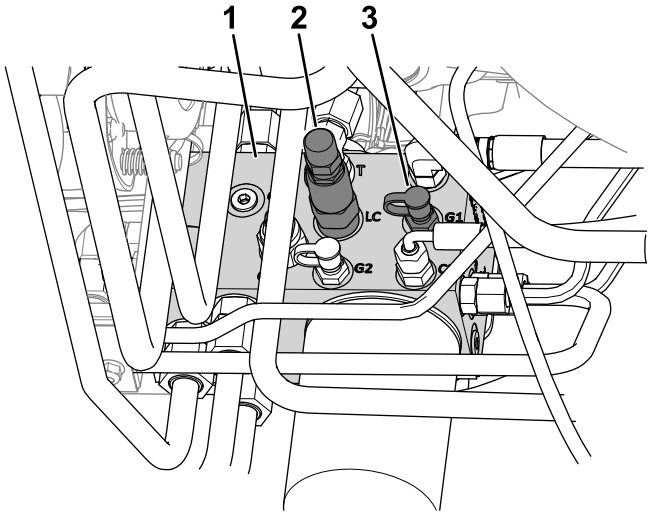

**Bild 21**
4. Schließen Sie ein Manometer an den Prüfanschluss an (gekennzeichnet mit G1, siehe Bild 21).
2. Gewichtsverlagerungsspule (LC)
5. Entfernen Sie an der Seite des Hubverteilers die Kappe vom Prüfanschluss (gekennzeichnet mit G1, siehe Bild 21).
6. Lösen Sie die Klemmmutter am Ende der Gewichtsverlagerungsspule (gekennzeichnet mit LC, siehe Bild 21).